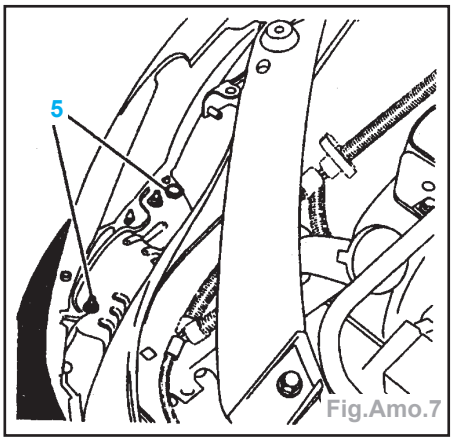

Fig.Amo.7
- Déposer les fixations (5) (Fig.Amo.7).